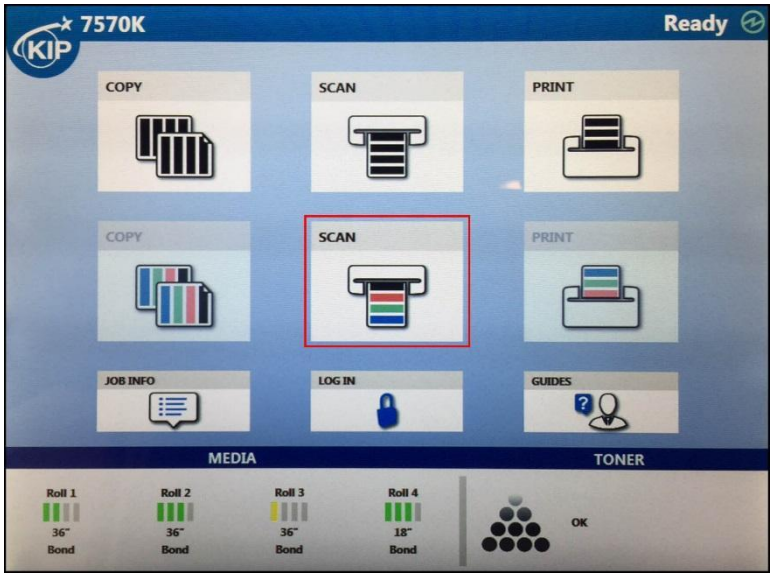

Figure 4.7. KIP plotter screen.
2. Select the color scan icon on the home screen as shown with a square highlight on Figure 4.7.